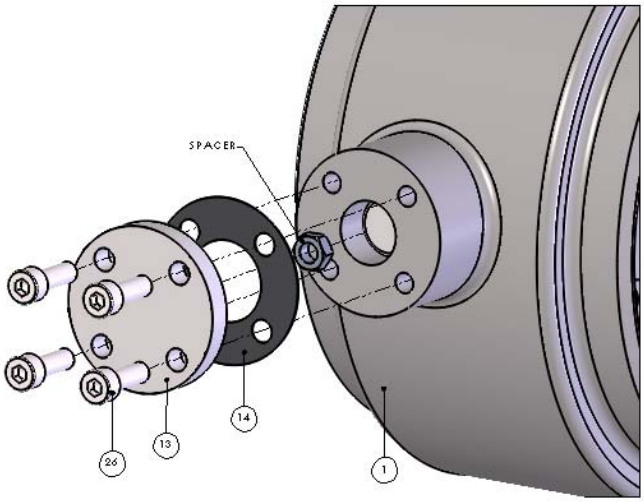

Рис. 6
e. Перед монтажом привода установить шайбу между концевой крышкой (Поз. 13) и концом штока. Это предотвращает давление на внутренние элементы диска/уплотнение диска, которое может привести к повреждению седла и уплотнению диска – пожалуйста, обратитесь к Tomoe Valve Ltd за информацией. (см. рис. 6)